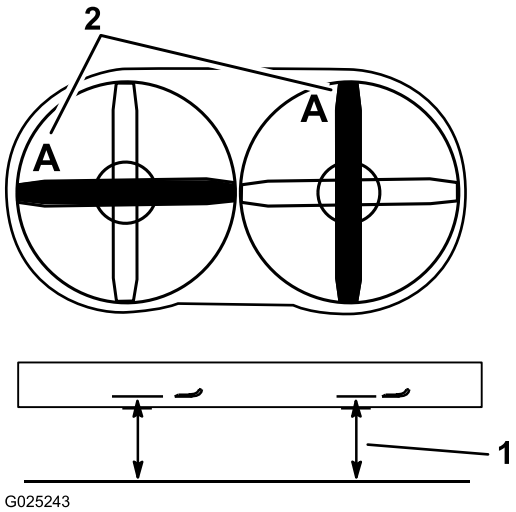

Figuur 71
3. Roteer 1 mes zoals in Figuur 71.
4. Meet vanaf een vlakke ondergrond tot de snijrand op positie **A** van het mes (Figuur 71). Noteer deze afstand.